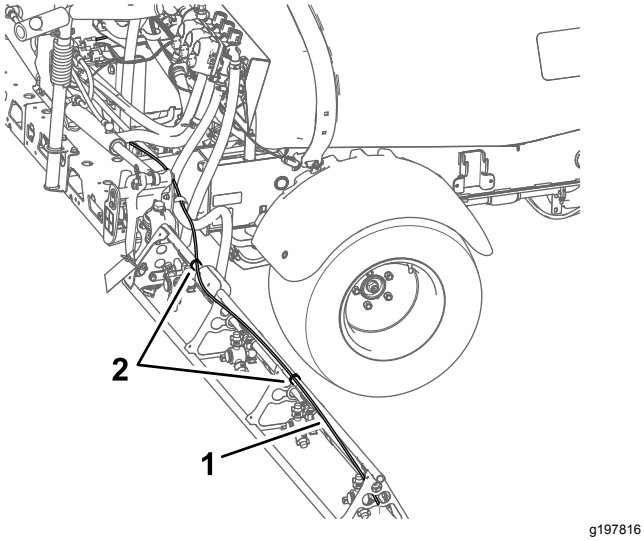

Rysunek 18
1. Zdejmij opaski zaciskowe mocujące przewody cieczy i powietrza zestawu znaczników pianowych do zewnętrznych sekcji zraszania (Rysunek 18).